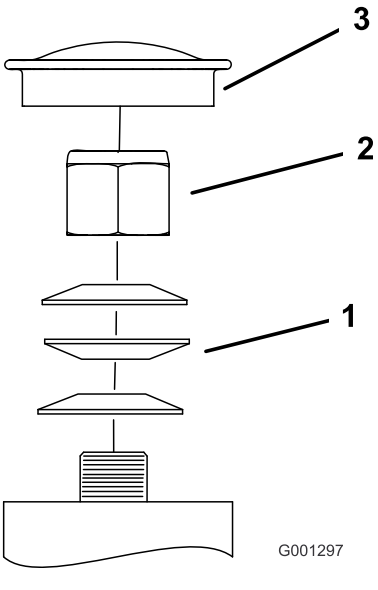

Figuur 65
3. Verwijder de stofkap van het zwenkwiel en draai de borgmoer aan (Figuur 65).
4. Draai de borgmoer aan totdat de veerringen vlak liggen, en draai deze vervolgens een ¼ slag terug om de voorspanning op de lagers correct af te stellen (Figuur 65).
Belangrijk: **Zorg ervoor dat de veerringen goed zijn geplaatst, zoals getoond in Figuur 65.**
5. Plaats de stofkap (Figuur 65).